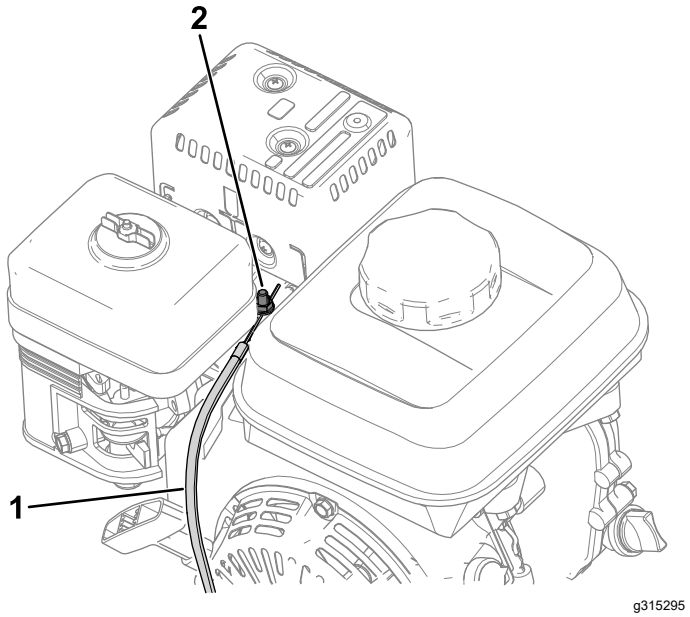

Figura 35
4. Allentate la vite sul fermo della condotta del cavo (Figura 35).